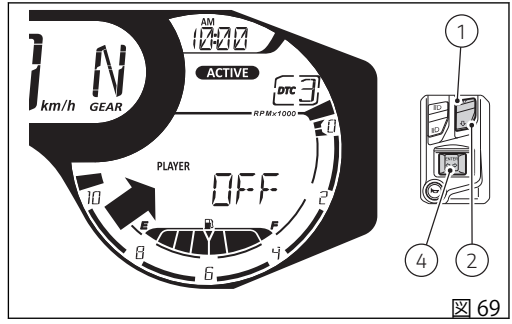

図 69
プレーヤーが起動していない場合 (図 69)、インストルメントパネルは “PLAYER” の項目と "OFF" の文字を表示します。プレーヤーを起動するには、ボタン (1) を 2 秒間押します。プレーヤーの使い方については、"インフォテインメント" の項を参照してください。